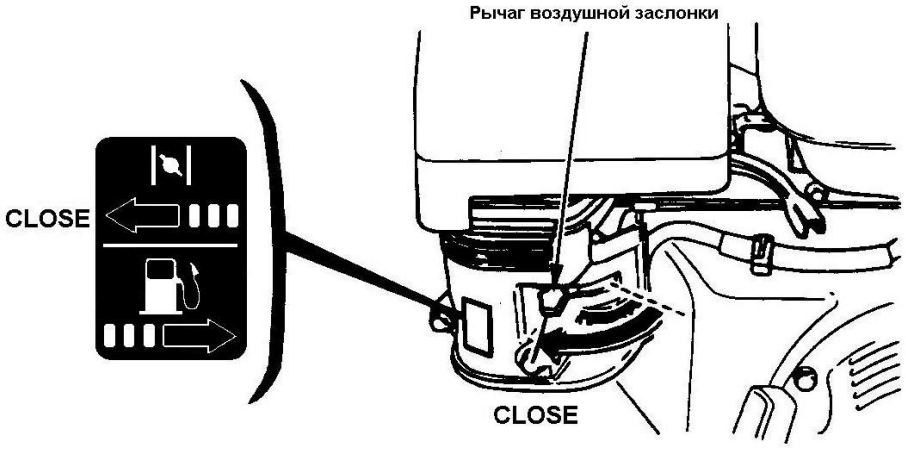

Рисунок 4 – Рычаг воздушной заслонки в положении "CLOSE" ("Закрыто")
- поверните рычаг воздушной заслонки в положение "CLOSE" ("Закрыто") (рисунок 4). Не закрывайте воздушную заслонку, если двигатель горячий.